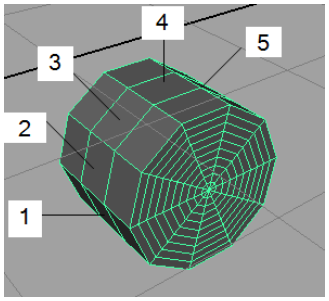
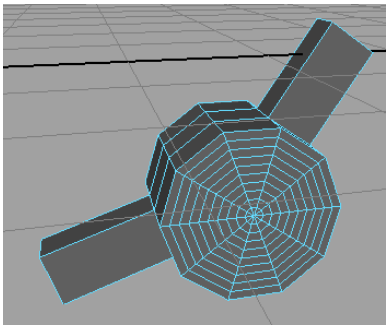

Figure 2-90 *The cylinder after extrusion in the persp viewport*
Figure 2-91 *The cylinder after extrusion in the persp viewport*
16. Maximize the persp viewport. Press and hold the right mouse button over *truck* and choose **Face** from the marking menu displayed; the face selection mode is activated. Select the faces 1 and 5 of *truck*, refer to Figure 2-90. Next, choose **Edit Mesh > Components > Extrude** from the menubar; the **polyExtrudeFace2** In-View Editor is displayed. Enter **1** in the **Thickness** edit box; the faces of *truck* are extruded, as shown in Figure 2-91.